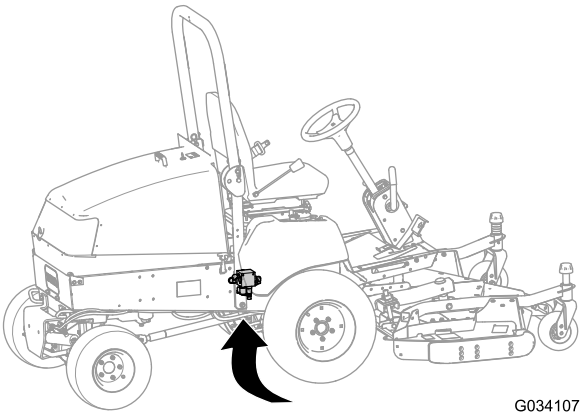

Figuur 15
2. Vind het hefverdeelstuk onder de machine, aan de binnenkant van het rechter frameprofiel, achter de vooras (Figuur 15).